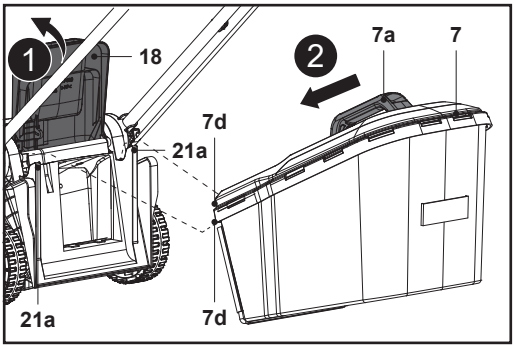

**Fig. 7**
4. Abra o resguardo do defletor traseiro (18) e fixe-o na posição (Fig. 7, passo 1).
5. Transporte o recipiente de recolha de relva (7) pela pega (7a).
6. Alinhe os dois ganchos do recipiente de recolha de relva (7d) com as ranhuras (21a) e pendure o recipiente de recolha de relva (7) nas mesmas (Fig. 7, passo 2).
7. Depois, solte cuidadosamente o resguardo do defletor traseiro (18).